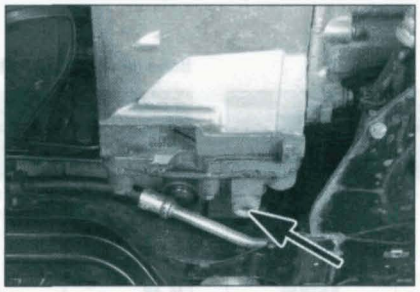

Figure 3-4
- Procéder à la vidange de la boîte de vitesses **(figure 3-4)** et du circuit de direction assistée (voir chapitre «DIRECTION»).